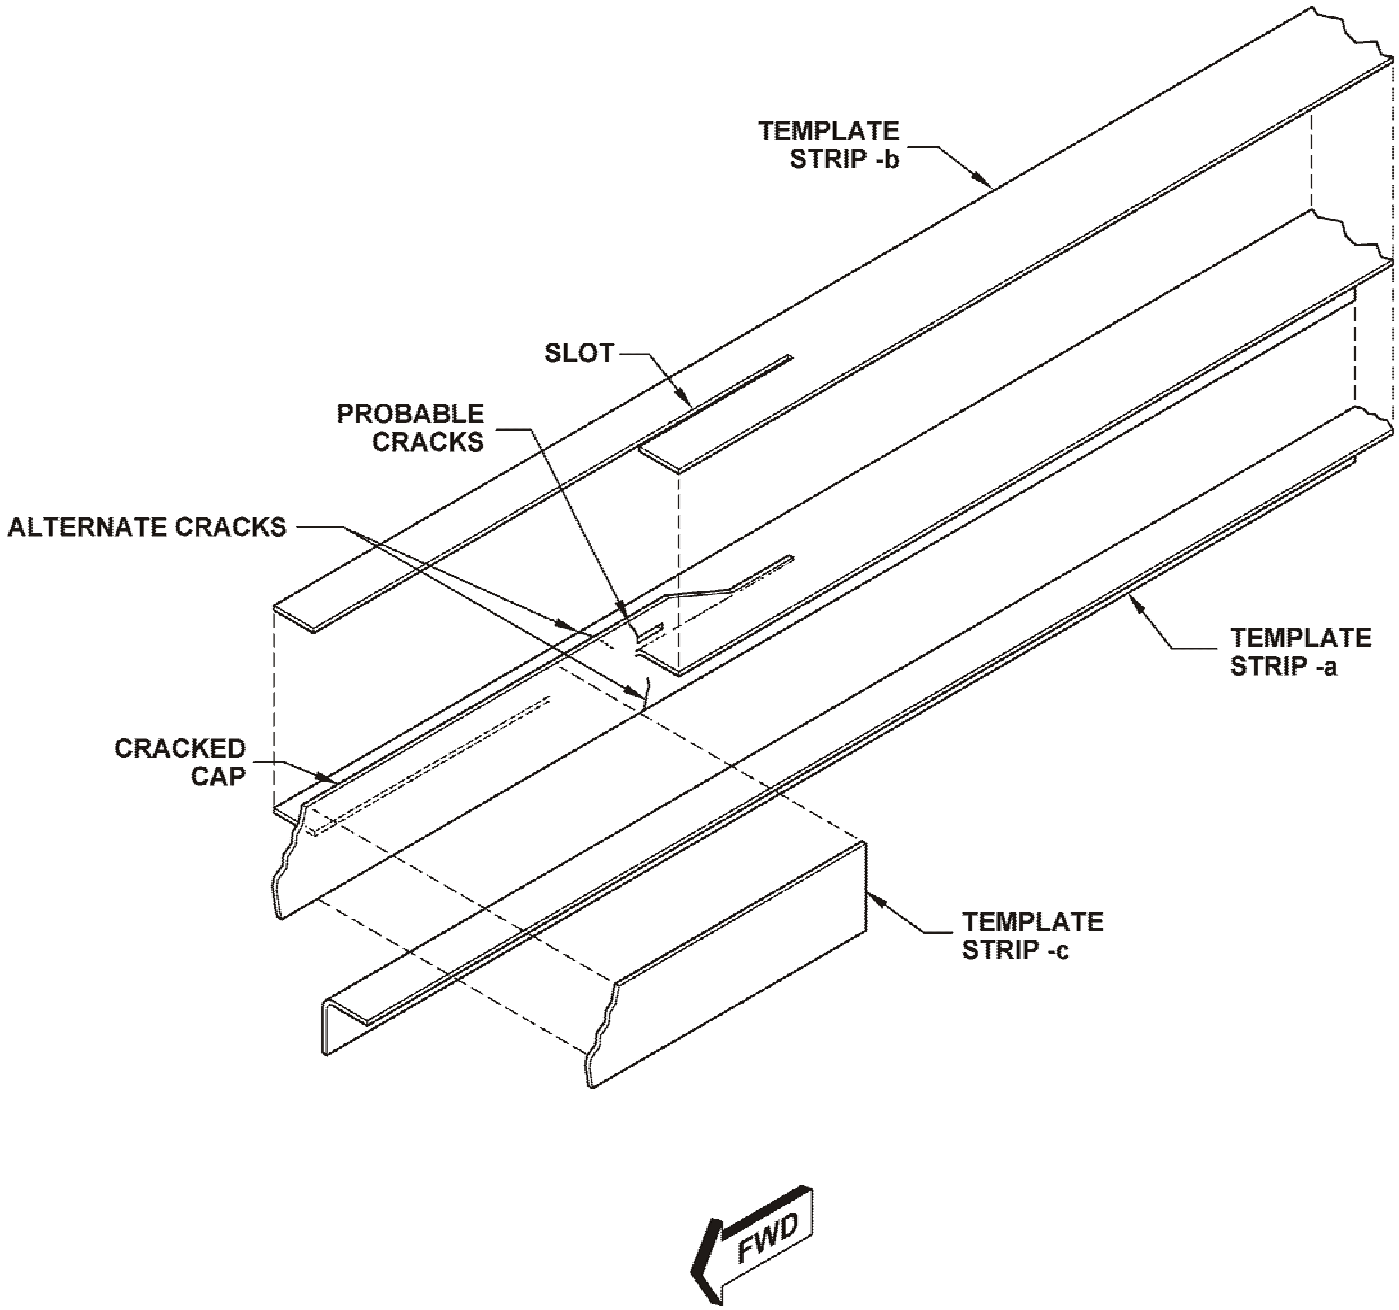

FIGURE 2
9. Fabricate a three-piece drill template as follows: (See Figure 2)
a. Form a 0.040-in. thick aluminum angle (Angle -a) to nest on outboard lower portion of cap that extends length of main beam cap. Clamp in place and backdrill template from cap. Remove angle. (See Figure 2)
b. Place a 0.040-in. thick aluminum strip (Strip -b) on top of main beam cap (make a notch in the strip that will be long enough to clear the longer vertical leg of the new beam cap). The strip is to be the width of the horizontal section of the main beam cap and the length of the inboard horizontal leg. Clamp the strip in place on top of the main beam cap and backdrill template to match cap. Remove template (Strip -b, Figure 2).
c. Locate and clamp 2 ¾-in. strip (Strip -c, Figure 2) of 0.040-in. aluminum sheet on the outboard vertical face of the main beam cap covering the area from the front end of the main beam to approximately one inch forward of the outer horizontal main beam cap leg (See Figure 2). Drill the strip to match the cracked cap. Remove strip (Strip -c, Figure 2).